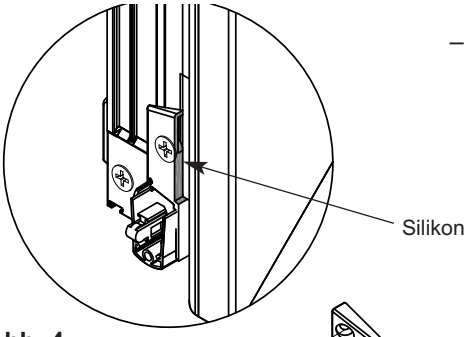

Abb. 4
- Vor der Montage von M637 **7** muss die Bürstendichtung 9091 **8** bis zum Ende der Abdeckkappe eingebracht werden und im Bereich der Endkappe M636 **9** ist Silikon anzubringen (siehe Abb. 4).